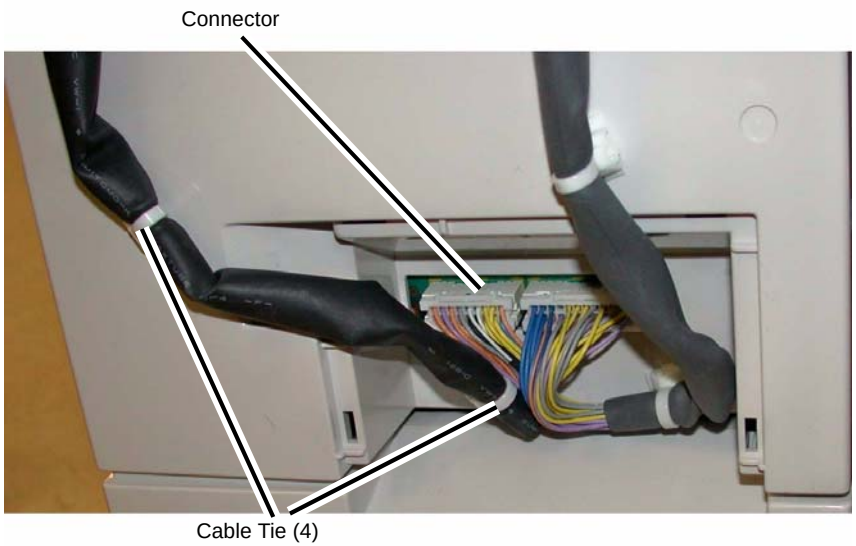

Figure 3 Disconnecting the Booklet Maker Assembly
(2) Disconnect the Connector (Figure 3).
(3) Pull out the Cable Ties (4).